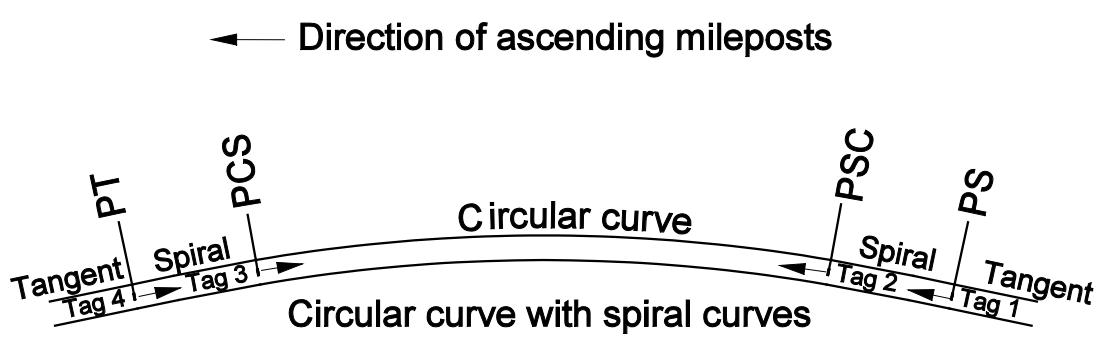

Figure 7-F-3
4. Stake curves, at a minimum, at the curve control points: Point of Spiral (PS), Point of Spiral Curve (PSC), Point of Curve Center (PCC), Point of Curve Spiral (PCS), and Point of Tangent (PT) with no more than 200 ft. between stakes throughout the curve as shown in Figure 7-F-3 and described in Table 7-I-3.